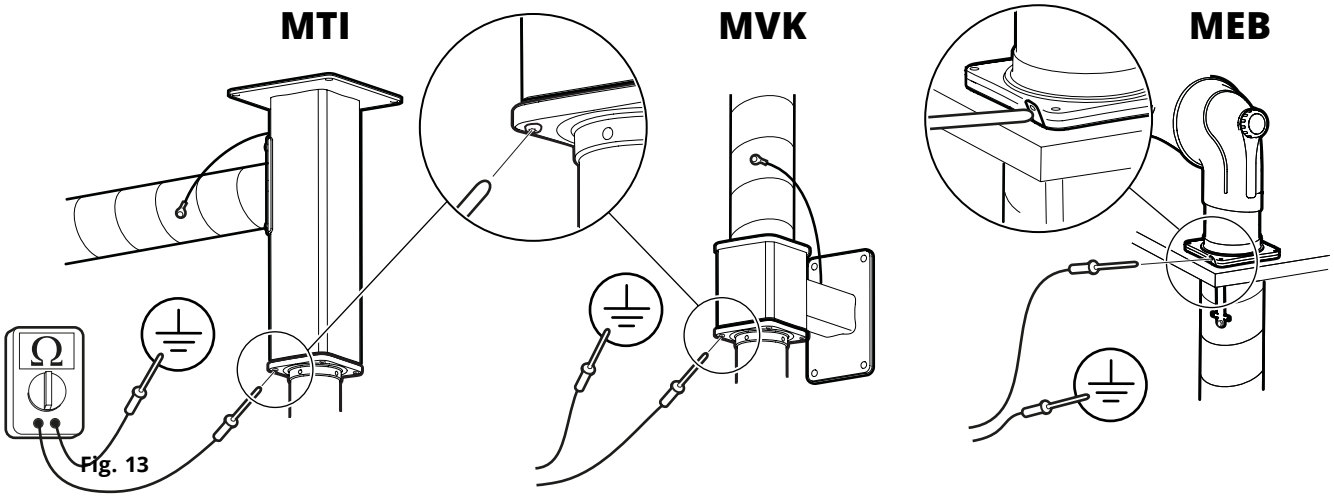

Fig. 13
4. Vérifiez la résistance de la mise à la terre avec un ohmmètre étalonné, voir **Fig. 13**. Résistance entre les points de mesure (plan de terre / produit) doivent être inférieurs à 1 MΩ.